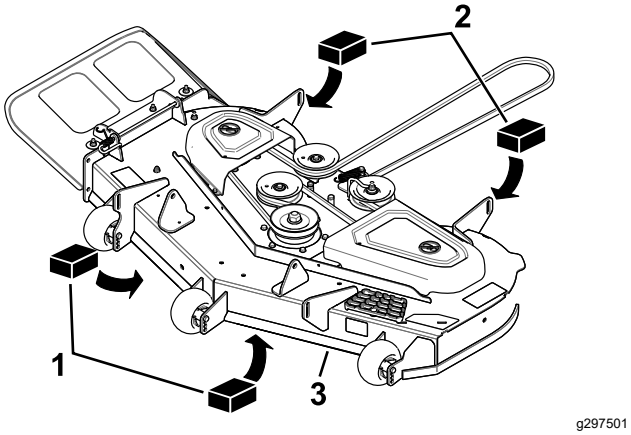

Figur 74
3. Lägg två klossar, var och en med en tjocklek på 6,6 cm, under var sida av klippdäckets framkant, men inte under antiskalpvalsens fästen (Figur 74).
4. Lägg två klossar, var och en med en tjocklek på 7,3 cm, under klippdäckskjolens bakkant, en på var sida av klippdäcket (Figur 74).